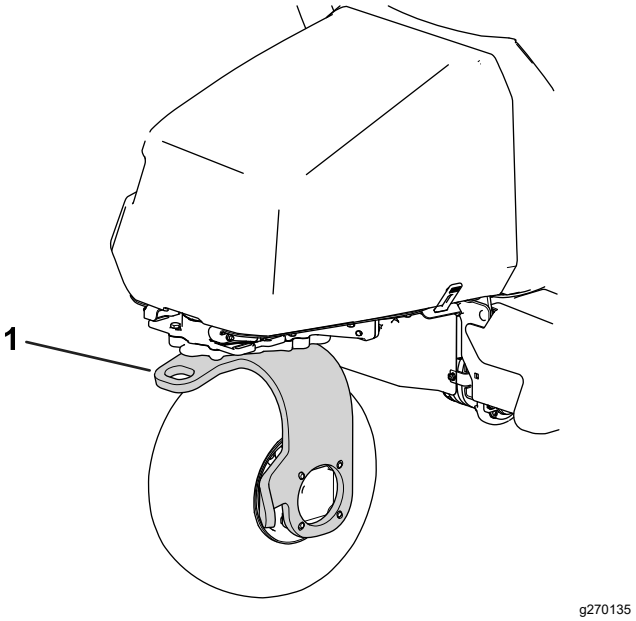

Figuur 37
13. Gebruik de achterste zwenkwielvork om de machine te slepen (Figuur 37).